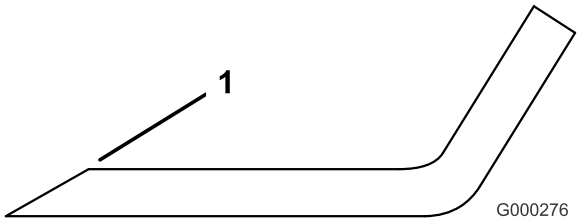

Figur 100
1. Bruk en fil til å slipe eggen i begge ender av kniven (Figur 100). Oppretthold den originale vinkelen. Kniven opprettholder balansen hvis like mye materiale fjernes fra begge kniveggene.